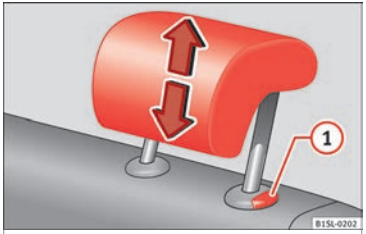

Fig. 4 Adjusting the rear head restraints
- Push the head restraint up or down in the direction of the arrow with the button pressed ››› **Fig. 4** (1) ››› ⚠.